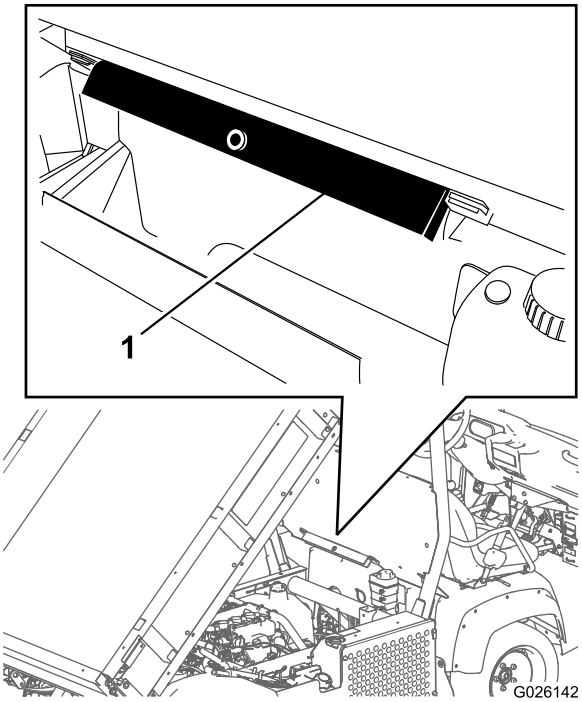

Figur 30
2. Fjern støtten til planet fra lagringsbrakettene på baksiden av veltebøylepanelet (Figur 30).